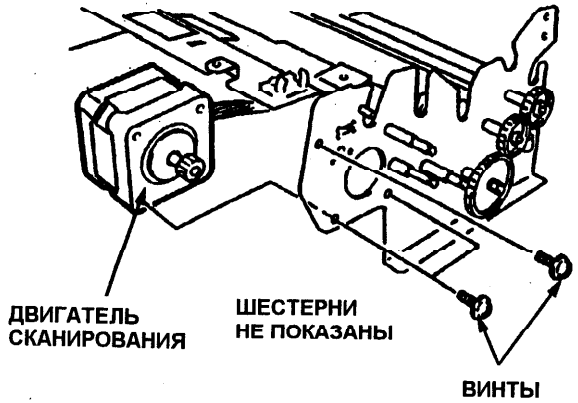

Рис. 4. Двигатель сканирования
10. Отвинтите три винта, крепящих двигатель сканирования к задней раме (Рис. 4).